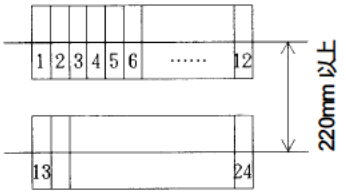

图 2
② 纵向并列时，单元间距离请间隔220mm以上。另外，请勿堵塞上下开口部。（参阅图 2）